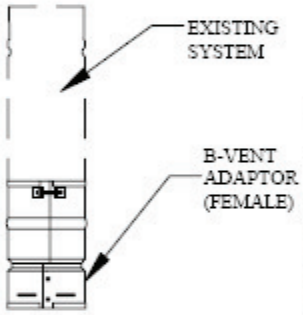

Fig 22
2. **Connecting into Existing Competitors System**. To connect into an existing competitors gas venting system from below, or from the appliance side, connect a **Female Adaptor** as shown in Figure 22, insuring that the inner liner of the adaptor is outside the inner liner of the existing pipe. Push the adaptor as far up as it will go, and tighten the locking bolt until the connection is snug.